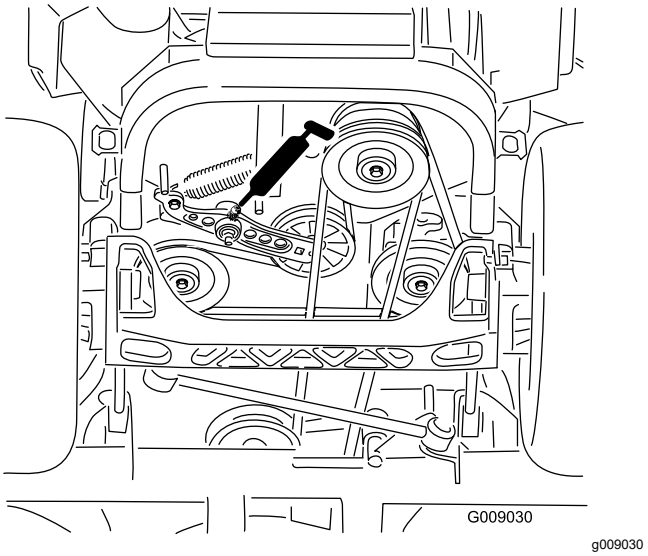

Figur 52
4. Smør drivremmens styrearme (Figur 52).